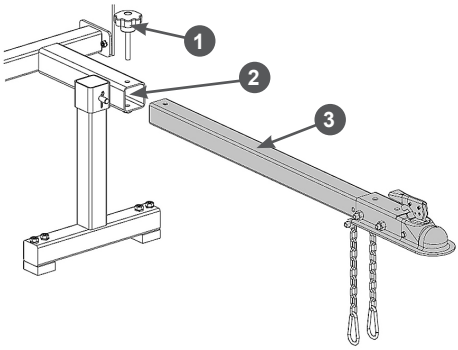

Рис. 9 Установка сцепного устройства
7. При необходимости, установите дышло со сцепным устройством. Вставьте дышло 3 со сцепным устройством в стойку 2 передней опоры, совместите отверстия в стойке 2 и дышле 3 и закрутите барашковый винт 1 (Рис. 9).